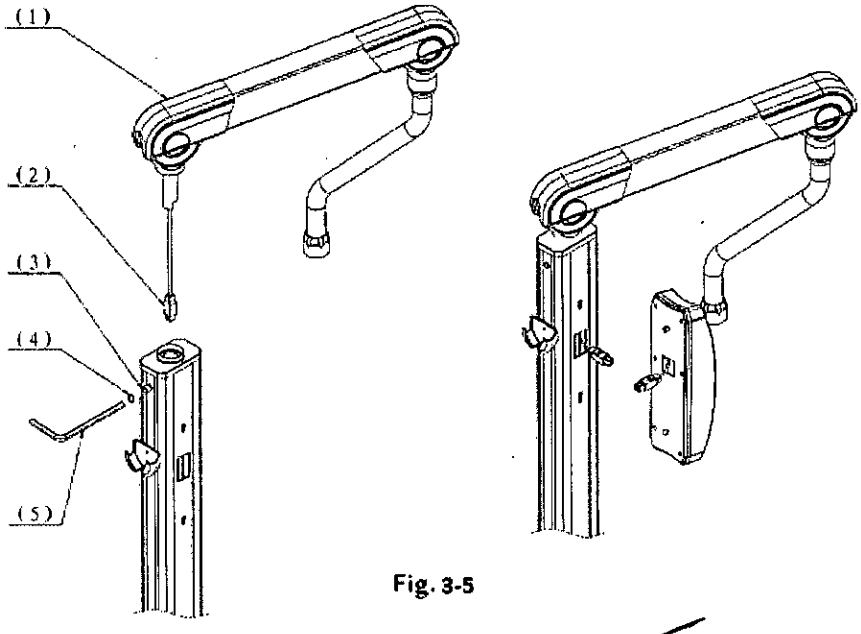

Fig. 3-5
**V. Instalación del brazo móvil (Fig. 3-5)**
1. Conectar el enchufe de conexión (2) del brazo móvil (1) con el cable de conexión (3) de la columna principal, luego inserte en la columna principal.